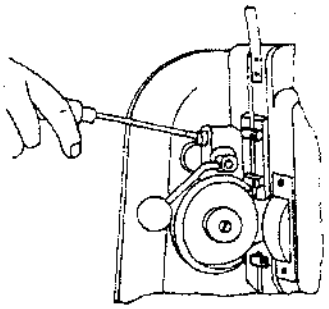

Fig. 26
b.) Transporting wheels 3203343 and 3203345 are insufficiently pressed against one another: Regulate it! (Fig. 26)